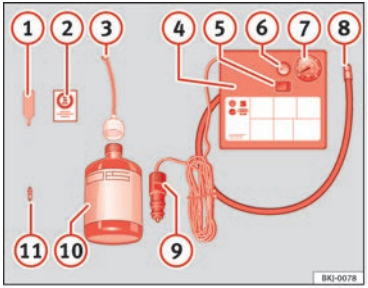

Fig. 90 Standard representation: contents of the anti-puncture kit.
The anti-puncture kit is located underneath the floor covering in the luggage compartment. It includes the following components ››› **Fig. 90**:
Screw in the inflator tube ››› **Fig. 90** (8) again and check the pressure on the gauge (7).